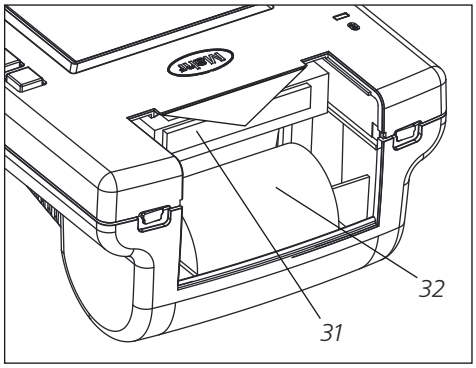

Fig. 6
1. Pull the printer cover *(2)* back in the direction of the arrow *(see Fig. 1)*. Then turn the device around so that the rear side is facing forward *(see Fig. 6)*.